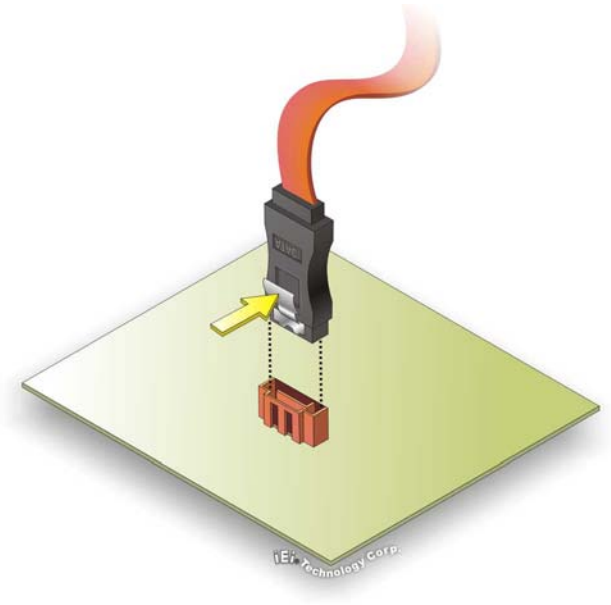

Figure 4-12: SATA Drive Cable Connection
Step 2: **Insert the cable connector**. Press the clip on the connector at the end of the SATA cable and insert the cable connector into the on-board SATA drive connector. See **Figure 4-12**.